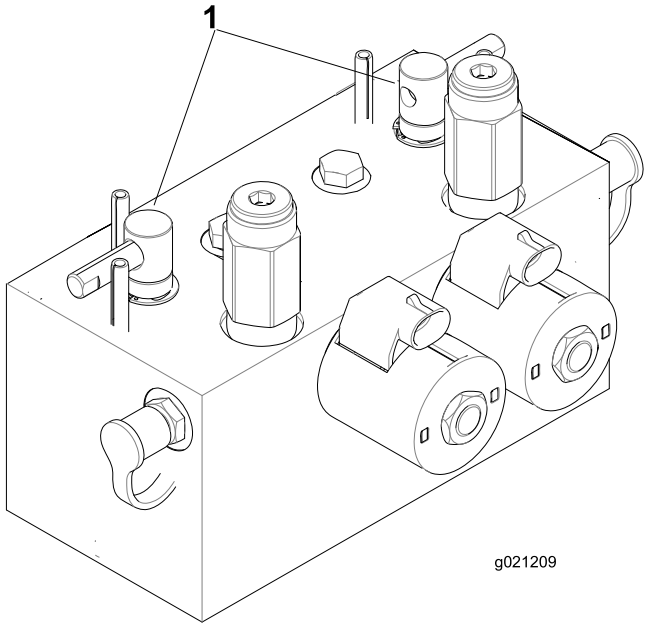

Figur 79
2. Lossa och höj upp sätet för att frilägga slipningsspakarna (Figur 79).
5. Välj den främre, bakre eller bägge slipningsspakarna för att bestämma vilka enheter som ska slipas (Figur 79).